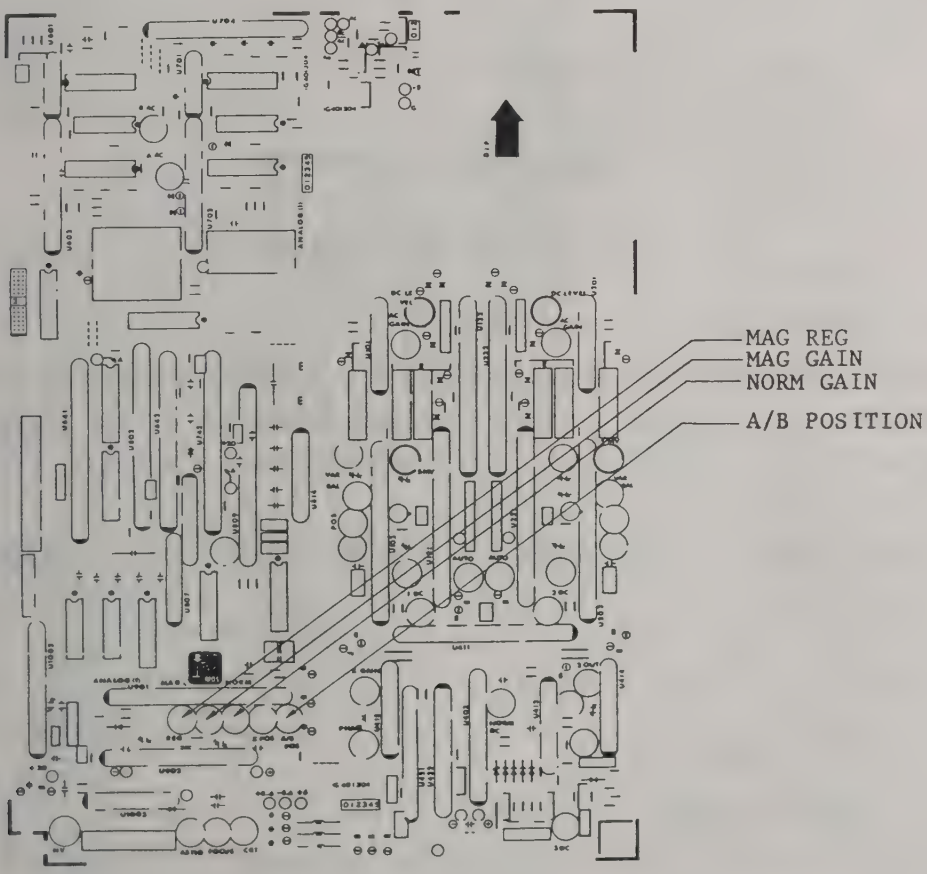

Fig. 6-21 ANALOG-1 board
6.6.7 MAG GAIN (See Fig. 6-21.)
6.6.8 MAG REG (See Fig. 6-21.)
Supply the time marker signal and set the A SWEEP TIME/DIV as described in the Table below. Adjust corresponding adjustment for within the specified deviation from the vertical graticules (see Figs. 6-21 and 6-23).